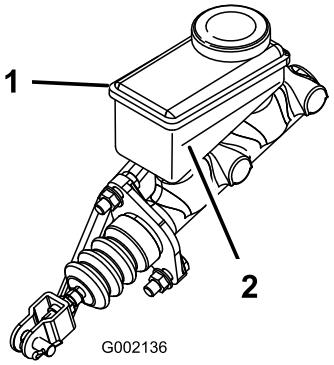

Figur 18
3. Kig på omridset af væskestanden på siden af beholderen (Figur 18).
B. Fyld DOT 3-bremsevæske i beholderen, indtil væskestanden er over minimumslinjen (Figur 18).
5. Monter gummiproppen på toppen af instrumentbrættet (Figur 18).